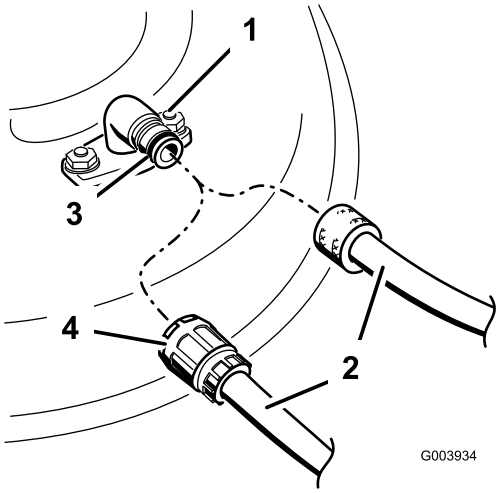

Figura 61
3. Montate il manicotto del tubo flessibile sul raccordo di lavaggio del tosaerba, quindi aprite il rubinetto per erogare un getto forte (Figura 61).